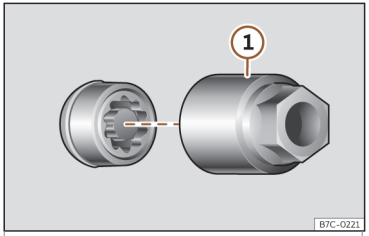

Fig. 36 Tornillo antirrobo de la rueda con capuchón y adaptador.
- Encaje el adaptador especial››› **fig. 36** ① (herramienta de a bordo››› **pág. 47**) en el tornillo antirrobo de la rueda hasta el tope.